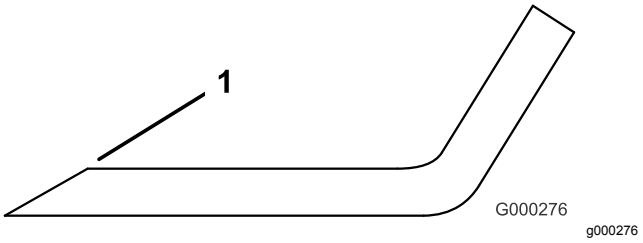

Figuur 102
1. Gebruik een vijl om de snijranden aan beide uiteinden van het mes te slijpen (Figuur 102).